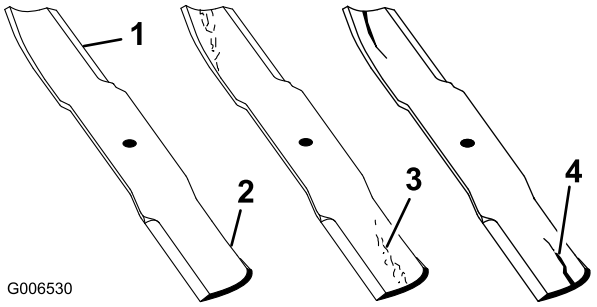

Figur 84
1. Undersøk kniveggene (Figur 84). Hvis kniven er sløv eller hvis det er hakk i den, må den tas av og knivene slipes. Se (side ).
2. Undersøk knivbladene, spesielt buen (Figur 84). Hvis du finner skader, slitasje eller ser at det begynner å dannes spor i denne delen av kniven (Figur 84), må den skiftes ut øyeblikkelig.